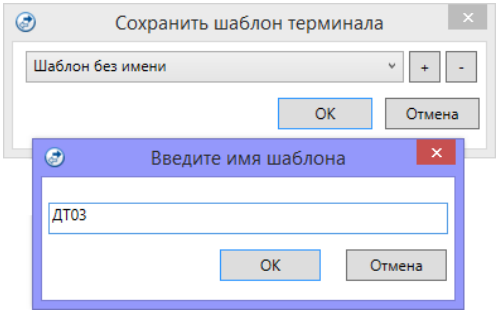

Рисунок 4.48 — Сохранение шаблона
- *Сохранить шаблон настроек*: открытие окна Сохранить шаблон терминала (см. рисунок 4.48), с помощью которого может быть сохранена конфигурация ПОО терминала в качестве шаблона.